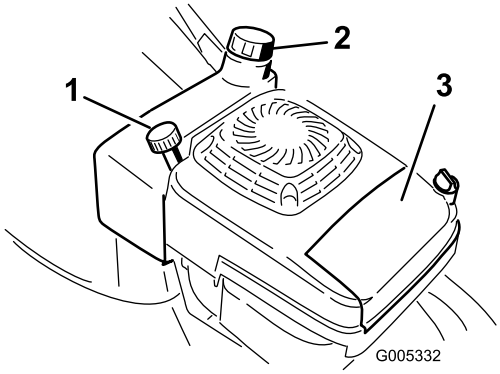

Bild 9
1. Reinigen Sie den Bereich um den Tankdeckel (Bild 9).